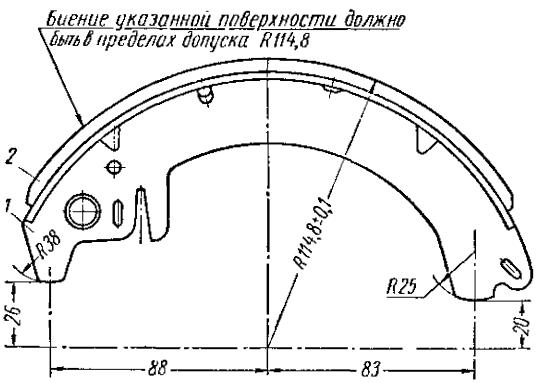

Рис. 118. Размеры тормозной колодки в сборе после шлифования фрикционной накладки:
После приклепки наружную поверхность накладки для равномерного прилегания к зеркалу барабана желательно обработать в соответствии с размерами, приведенными на рис. 118. При отсутствии возможности такой обработки накладку необходимо слегка опилить напильником, чтобы свободно надевался барабан при осаженных до упора поршнях, и затем движением автомобиля с торможением добиться приработки поверхности накладки до получения наиболее полного прилегания ее к зеркалу барабана.
3. Отсутствие зазора между колодкой и барабаном после смены накладки из-за чрезмерной толщины новой накладки	3. Обработать накладку по рис. 118 или опилить напильником до свободного вращения барабана